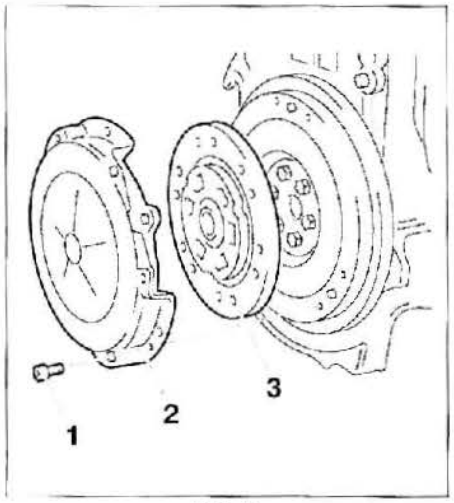

FIG. 1
• Desmontar **(fig. 1)**:
- los tornillos (1)
- el mecanismo de embrague (2)
- el disco de embrague (3).